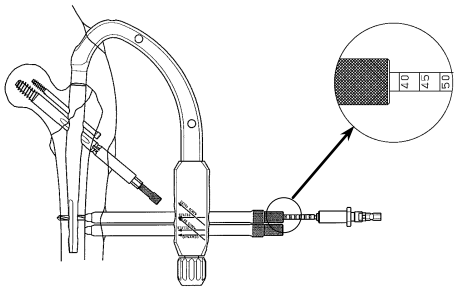

図 1
2) イメージインテンシファイヤー（X 線透視）で確認しながら，ディスタルスクリュー用ドリル又はディスタルスクリュー用ドリル　ストッパー付き 36mm にてドリリングします．（図 1）